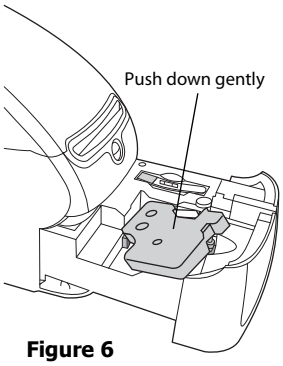

**Figure 6**
3. Insert the cassette and press firmly until the cassette clicks into place. Make sure label and ribbon are positioned correctly. See Figure 6.